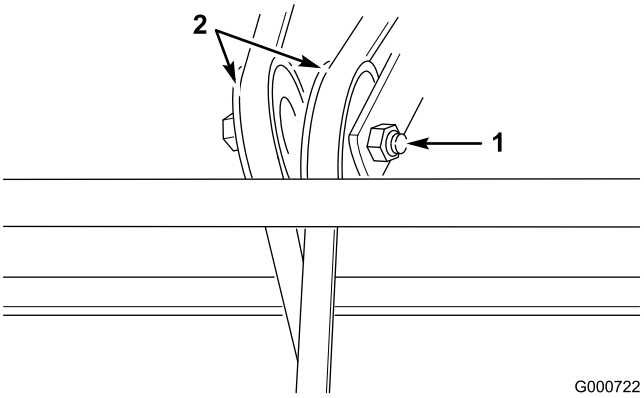

Bild 32
2. Lockern Sie die Mutter und schieben die Riemenscheibe so weit, dass sich die korrekte Spannung ergibt (Bild 32).
4. Schneiden Sie den alten Riemen durch und entfernen Sie ihn (Bild 32).
5. Lösen Sie die zwei Einstellmuttern auf der Riemenspannscheibe (Bild 32).